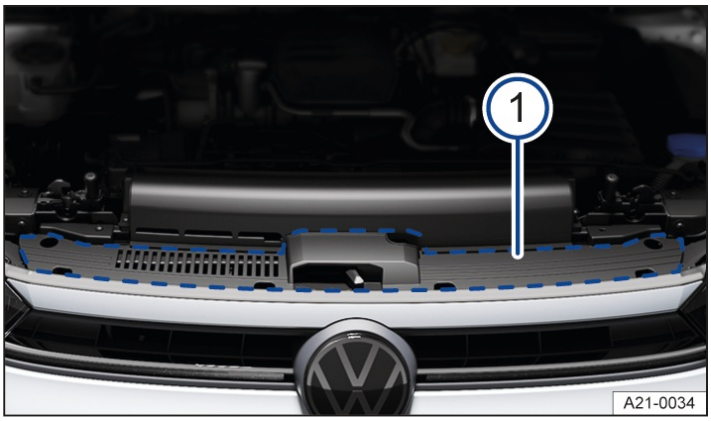

Fig. 2 On the side next to the hood release: Label for engine oil standard and engine oil viscosity.
(1) Engine oil standard information.
(2) Engine oil viscosity information.
The label with the prescribed standard is located at the front of the engine compartment next to the hood release *→ fig. 2* (1).